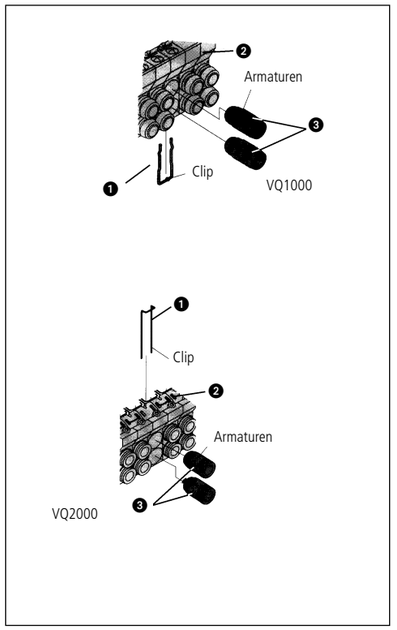

Abb. 18
Zylinderanschlussarmaturen ersetzen (Abb. 18)
Den Clip ❶ (Abb. 18) mit einem kleinen Schraubendreher von der Mehrfachanschlussplatte ❷ (Abb. 18) abziehen. Armaturen ❸ (Abb. 18) aus der Anschlussplatte ❷ (Abb. 18) nehmen.
Ausbau/Einbau (Abb. 18)
Die Armatur ❸ (Abb. 18) in die Mehrfachanschlussplatte ❷ (Abb. 18) einsetzen, bis zum Anschlag einschieben und den Halteclip ❶ (Abb. 18) wieder einsetzen.